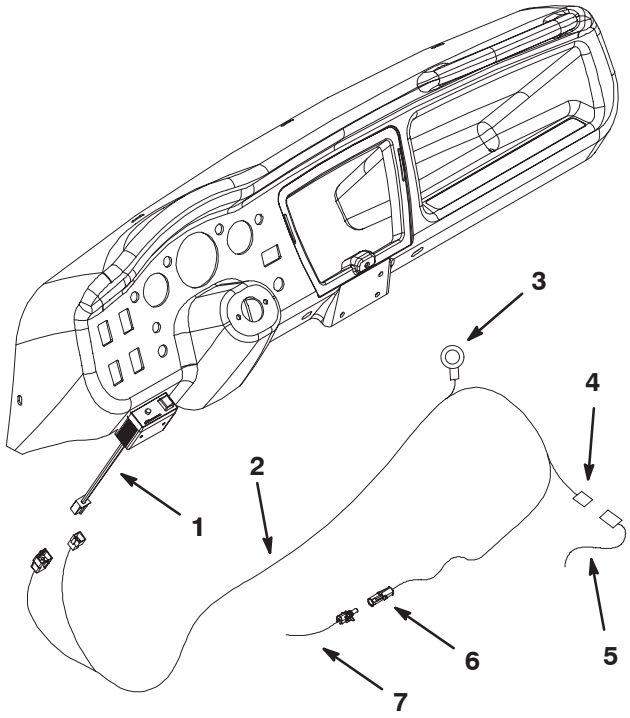

Figure 8
B. Attach the 4-terminal connector to the electric brake controller's connector (Fig. 8).
C. Attach the 2-terminal connector (one green, one black) to the mating open connector (one white/black, one brown) from the Workman vehicle's wire harness (Fig. 8). This connector is located under the dash.
D. Attach the harness ring terminal to the ground bolt near the vehicle fuse block (Fig. 8).
F. Attach one of the remaining harness connectors to the sweeper power harness (from battery) and the other connector to the sweeper main harness (Fig. 8).